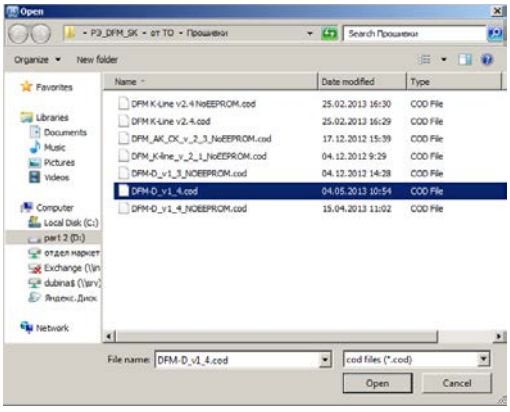

Figure 62 — Firmware file opening
2) Select firmware file (***.cod**) from the hard drive or removable disk in **Open** window (see Figure 62).
6) Select firmware file (***.cod**) from the hard drive or removable disk in **Open** window (see Figure 62).